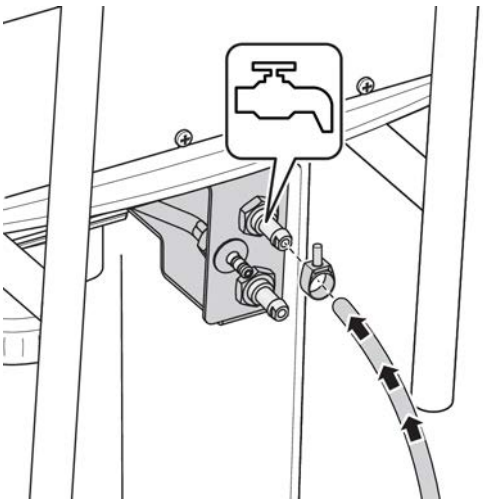

Figure 2-19. Connection of the water supply
1) Connect the inlet water tube to the water inlet connector according to Figure 2-19 "Connection of the water supply" on page 32. Use hose clamp 100334015.